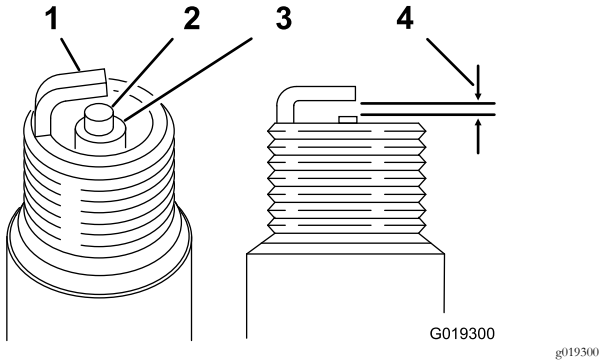

**Figur 34**
**Elektrodeavstand:** 0,70 til 0,80 mm. Se Figur 34.
3. Still inn elektrodeavstanden til 0,70 til 0,80 mm (Figur 34).